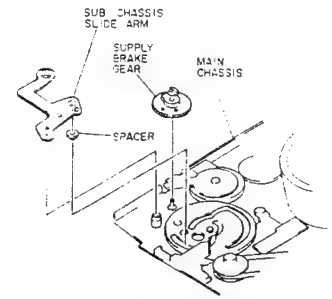

Fig. 2-62
1) Pull out the sub chassis slide arm and spacer from the main chassis. (See Fig. 2-62)
(2) Supply Brake Gear
1) Pull out the supply brake gear from the main chassis (See Fig. 2-62)